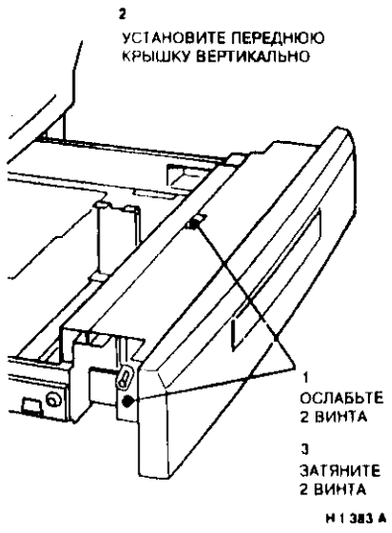

Рисунок 3. Регулировка передней крышки лотка
3. (Рисунок 3) Отрегулируйте положение передней крышки лотка так, чтобы она была вертикальна.